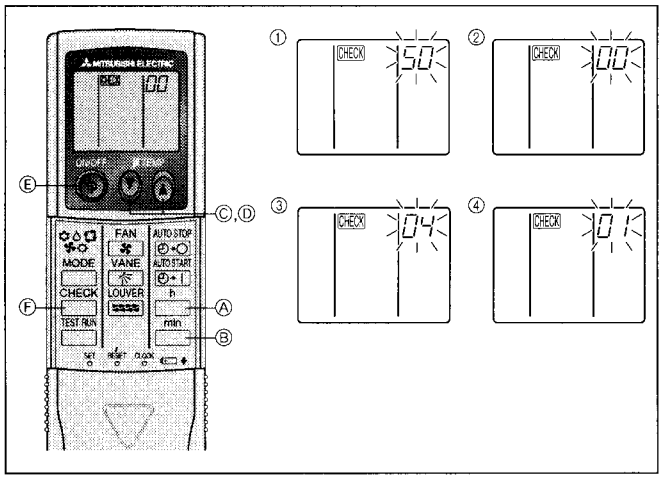

Fig. 7-9
7.3.2. For wireless remote controller (Fig. 7-9)